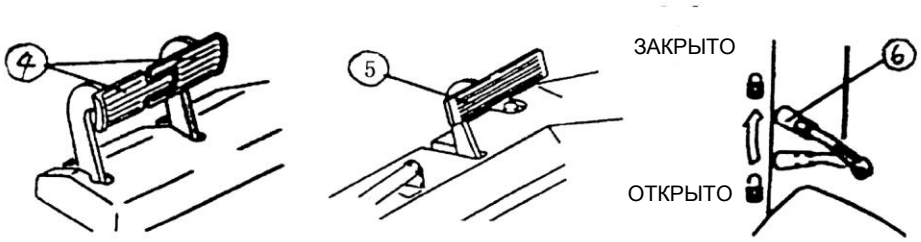

Рис. 1-10. Рис. 1-11. Рис. 1-12.
4) Педаль тормоза (4) (Рис. 1-10)